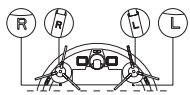

Fig. 2
4. Install the side brushes: align the left and right brushes with the marks on the bottom cover of the appliance (fig. 2). Insert the side brushes until you hear a click.